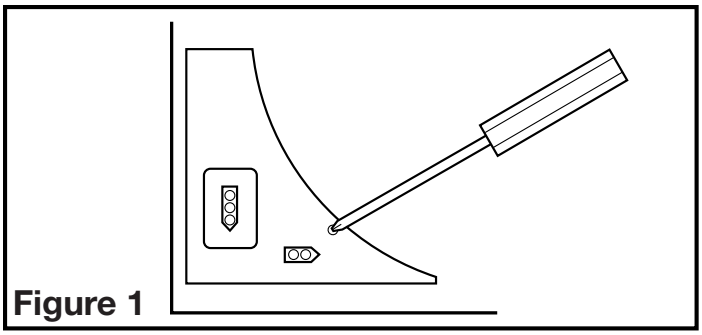

Figure 1
2. Remove the wire compartment cover and store in the carton until needed so it does not get damaged or lost **(Figure 1).**